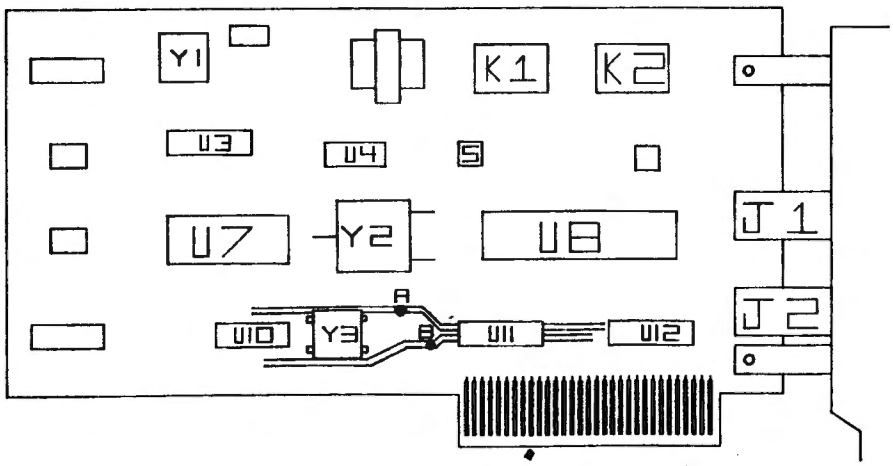

Figure 1
1.) Install a 33ufd tantalum capacitor across the +5V line on the component side of the modem board with the negative lead at the feedthrough indicated by point A and the positive lead at point B (see figure 1).